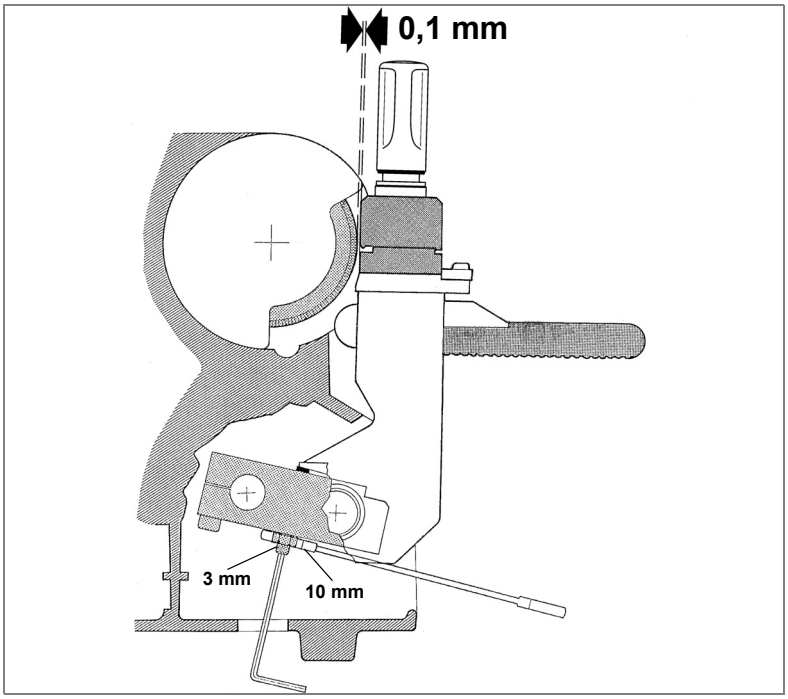

Fig. 29
2) Release the carriage and raise (against the cutting tool) at the end of run (fig.29).